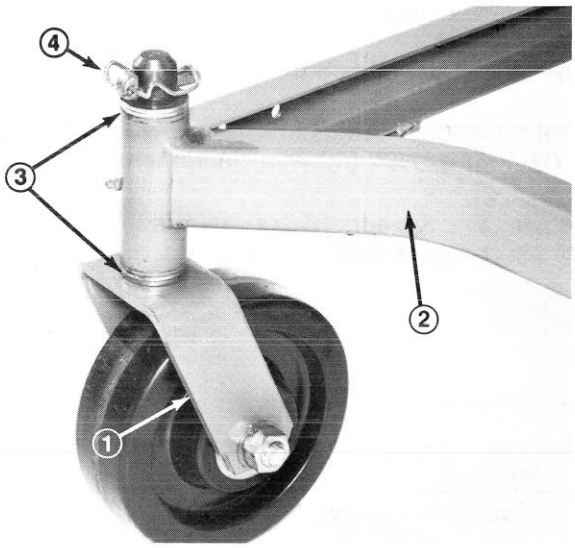

Figure 2
1. Remove Lynch Pins and two thrust washers shipped on each castor wheel assembly. Leave two thrust washers on each shaft, insert shafts into frame, install thrust washers and Lynch pins (Fig. 2).